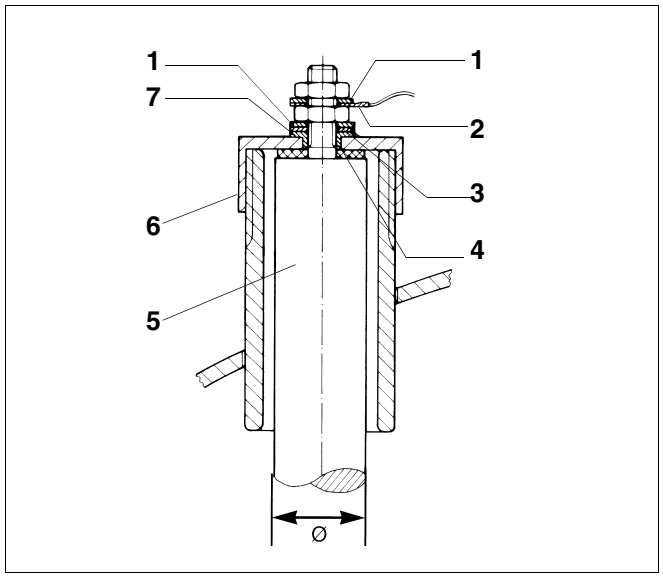

*Afb. 13 Magnesiumanode**
- Controleer de magnesiumanode (afb. 13, pos. 5).
Legende voor afb. 13: